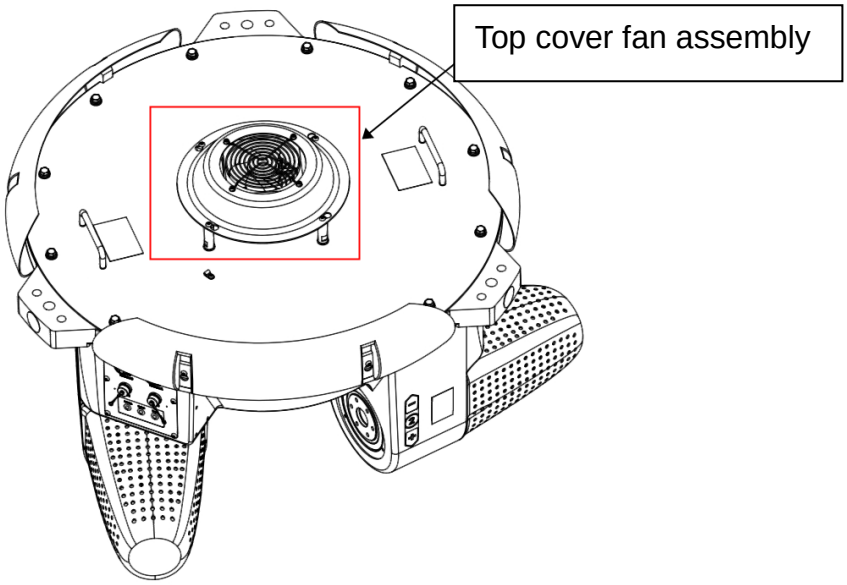

Figure 4-26 Schematic diagram of the location of the top cover fan assembly
**Step 3** Use an Allen wrench to remove and remove the two screws securing the brake plate, as shown in Figure 4-26.